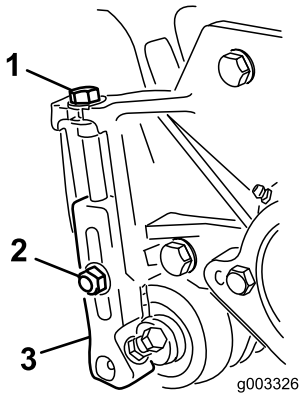

**Figur 15**
1. Løsn de låsemøtrikker, der fastgør klippehøjdearmene på klippeenhedens sideplader (Figur 15).